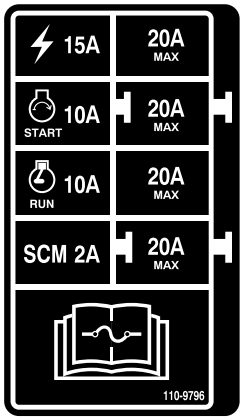

**Rysunek 43**
**Ważne: Jeśli należy wymienić bezpiecznik, używaj bezpieczników tego samego typu i o takim samym prądzie znamionowym, co wymieniane. W przeciwnym razie może dojść do uszkodzenia instalacji elektrycznej. Informacje o rozmieszczeniu bezpieczników i ich wartościach znajdują się na etykiecie obok bezpieczników (Rysunek 43).**